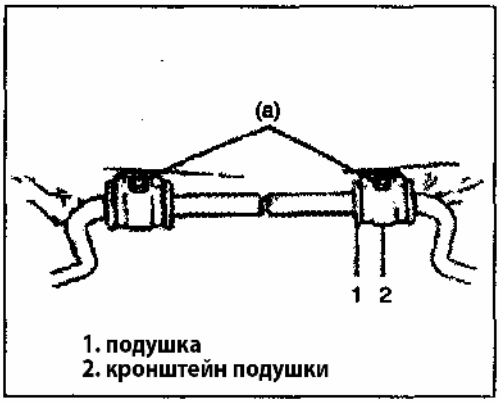

Рис. 504
3) Снимите болты крепления кронштейна подушки (Рис.504).